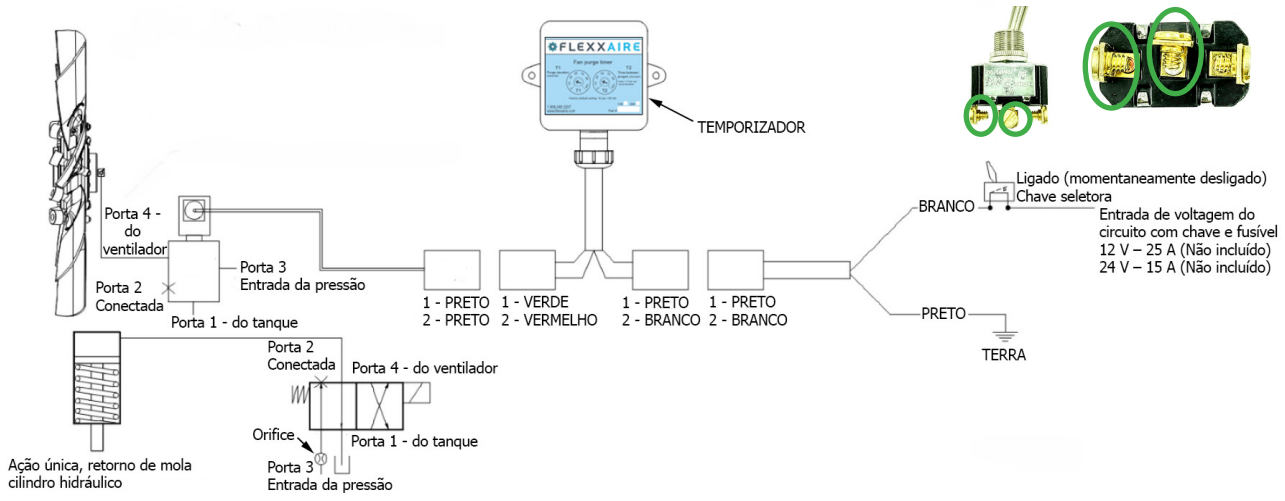

Figura 1
Consulte a Figura 1 abaixo.
1. Monte a válvula solenoide em um local adequado na aplicação. Se uma placa espaçadora estiver incluída no kit de controle, monte a placa entre a válvula e a superfície de montagem, conforme o necessário. Verifique se o orifício está na Porta 3. Consulte a Figura 1.
Os corpos das válvulas de controle da Flexxaire usados nos sistemas de 2 posições (exceto o FlexxTempo) incluem um orifício para controlar a velocidade na qual as pás mudam de passo. Consulte a Figura 1 na página 6-2 para obter informações sobre a localização específica do orifício.